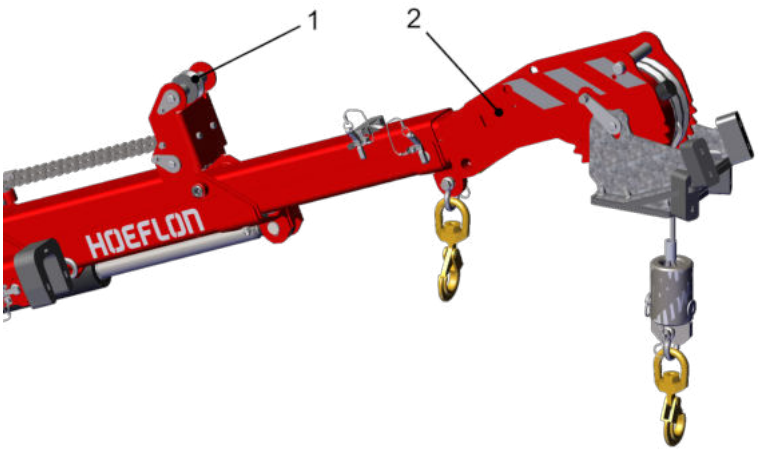

Figur 4.11 Trækning af wiren
4. Kør wiren over styreskiverne på kranarmen (1). Kontroller, at wiren er blevet ført korrekt over styreskiverne i spilhovedet (*Figur 4.11*).